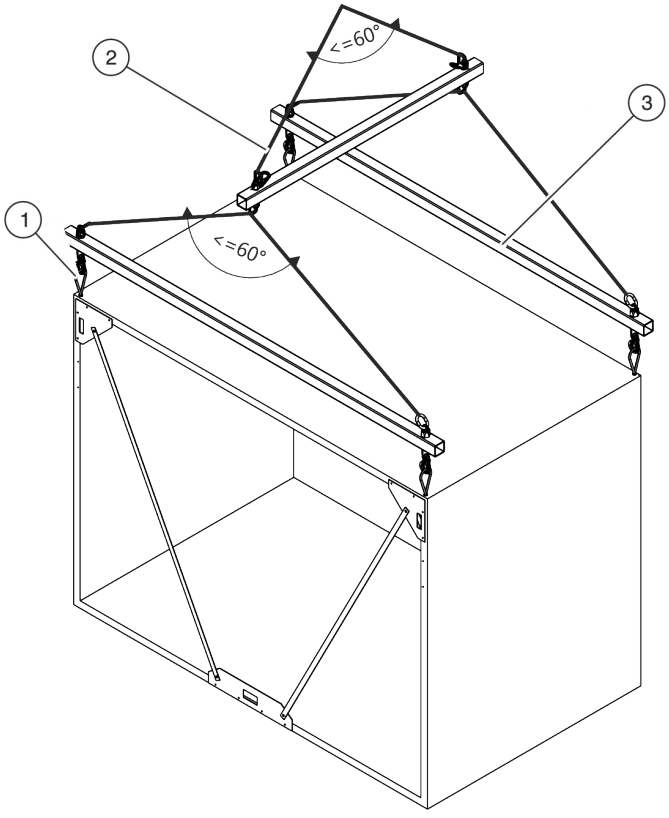

Fig. 8: Transport with crane and beckets or ring nuts (with cross member)
2. Screw all beckets or ring nuts (Fig. 8/1) fully into all threaded holes.
3. Hook the cross members (Fig. 8/3) into the beckets or ring nuts.
4. Connect the cross members with chains (Fig. 8/2).